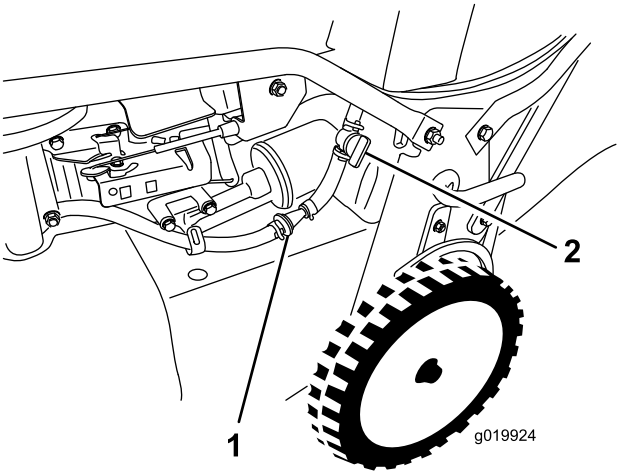

Figur 33
3. Lukk drivstoffavstengningsventilen (Figur 33).
4. Fjern drivstoffilteret (Figur 33) fra drivstoffslangen ved å løsne rørklemmene rundt drivstoffilteret.